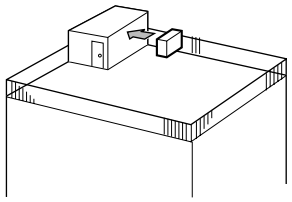

Fig. 2-2
① Positionner la sortie d'air vers le mur le plus proche et à environ 50 cm de celui-ci. (Fig. 2-2)